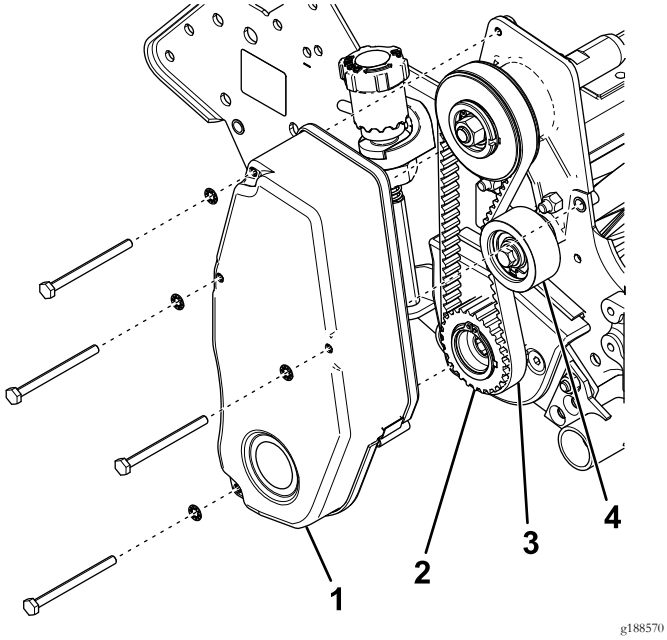

Figura 9
1. Rimuovete il carter della cinghia di trasmissione del cilindro dalla piastra laterale (Figura 9).
2. Allentate la puleggia tendicinghia e rimuovete la cinghia di trasmissione del cilindro (Figura 9).
3. Rimuovete la puleggia motrice dall'albero del rullo (Figura 9).